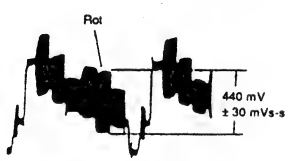

Abb. 4-44
(5) **Abgleich des Chromagewinns (Abb. 4-44 bis 4-50)**
Verwendung eines Oszilloskops (Abb. 4-44)
3) Die Tasten [U] und [D] drücken, um den Rotpegel auf 440 mV ± 30 mV einzustellen (Abb. 4-44).
4) Die [ENTER] Taste drücken, um die Daten in den EEP ROM einzuschreiben, und danach eine beliebige Taste drücken, um das Display des Computers auf Abb. 4-44 zurückkehren zu lassen.